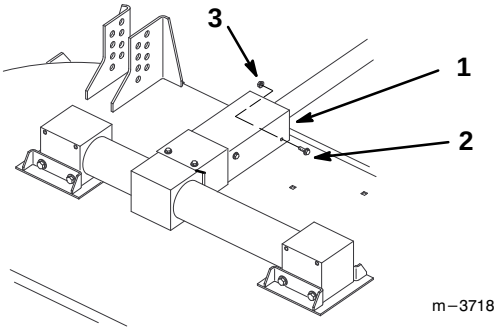

Figure 9
11. Secure PTO cover down with 5/16–18 x 7/8" (11 mm) shoulder bolt and 5/16" flange nut (Fig. 9).
1. Remove 5/16–18 x 7/8" (11 mm) shoulder bolt and 5/16" flange nut holding PTO cover down (Fig. 9).